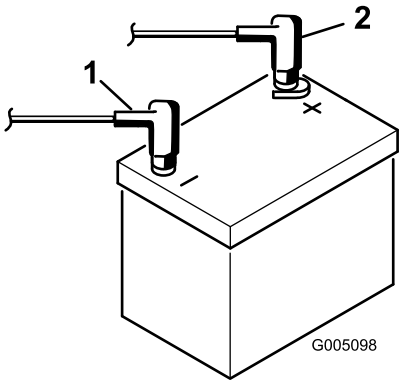

**Figur 8**
8. Koble den positive kabelen (rød) til den positive (+) polen og den negative kabelen (svart) til den negative (-) polen, og fest dem med bolter og mutre (Figur 8). Skyv gummihetten over den positive polen for å forhindre muligheten for kortslutning.